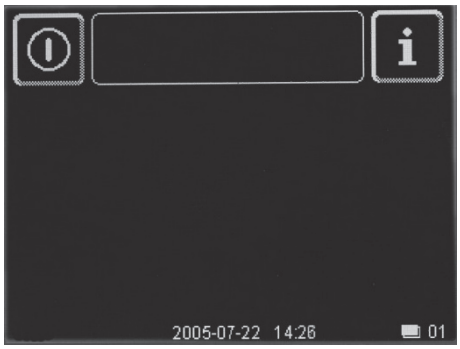

Imagen 01
- ⇨ La pantalla se activa (imagen 01) y se desactiva al cabo de un corto tiempo de inactividad para evitar que la máquina se active durante la limpieza.